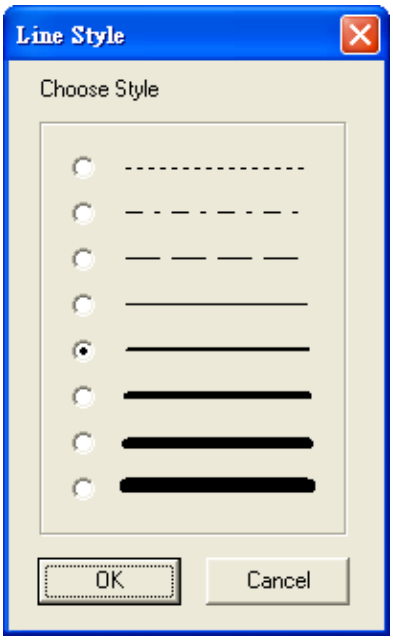

Fig. 3-10 Choose line styles
- Line Style ：Choose line style by clicking “Line style” button and it will pop up(Fig3-10) dialog box.